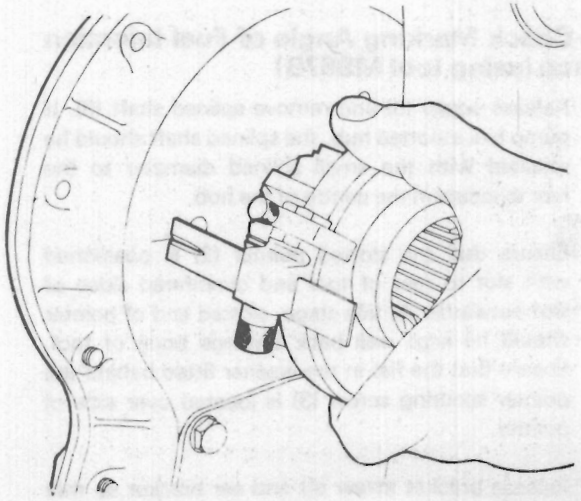

Fig. K.9.
9. Take up backlash by turning tool against normal direction of rotation (shown on pump nameplate) and check that the scribed line on the rear of the timing case coincides with the centre of the slot in the pointer (see Fig. K.9). Remark line if necessary or, if no line exists, scribe a line outwards from centre of slot. If line is 7° or more from slot, this would probably indicate that timing gears are incorrectly fitted and gears should be refitted.